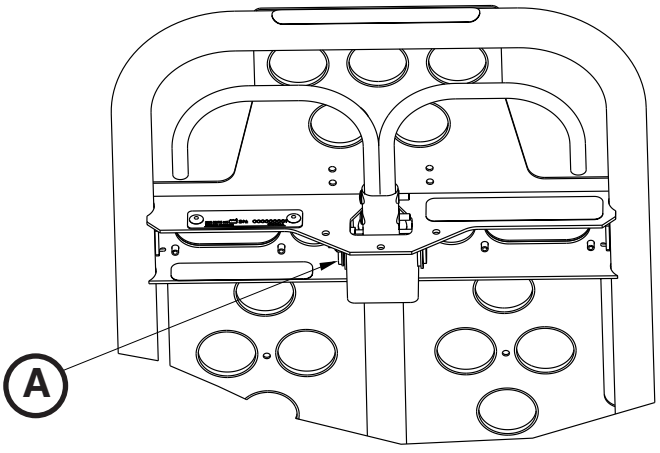

Figure 74
2. A l’aide d’une clé hexagonale de 3/32, desserrer la vis de réglage (A) qui maintient le support de la bouteille de gaz contre l’étrier (Figure 74).